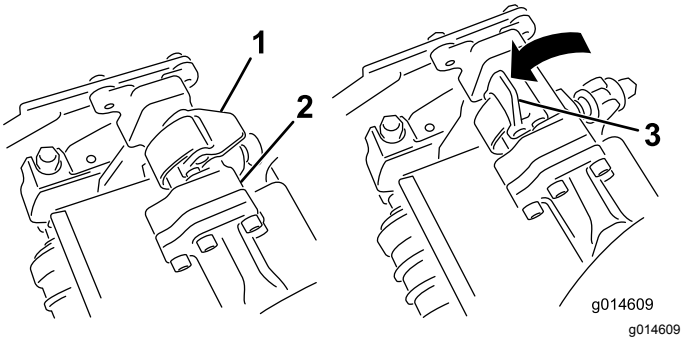
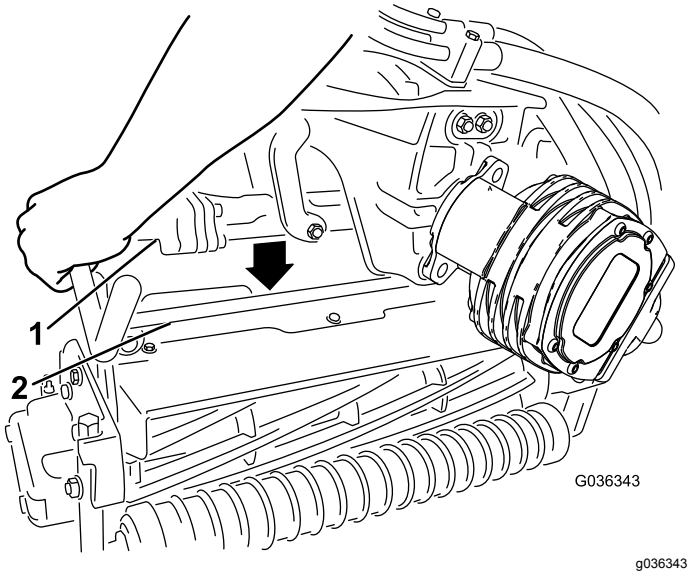

Rysunek 52
Rysunek 53
4. Gdy zapadki na pręcie ramienia podwieszonego skierowane są ku górze (tzn. gdy są otwarte) (Rysunek 52), popchnij ramię podwieszone w dół, tak aby pręt dopasował się do innego pręta w górnej części zespołu tnącego (Rysunek 53).
5. Zamknij zapadki wokół pręta zespołu tnącego, a następnie zablokuj je na swoim miejscu (Rysunek 52).
5. Otwórz zapadki na pręcie ramienia podwieszonego demontowanego zespołu tnącego (Rysunek 52).